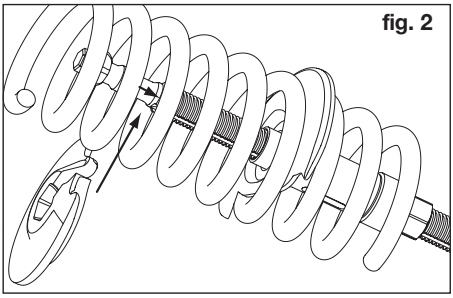

fig. 2
- Push upper tensioning jaw ④ onto the spindle **(figure 2**).